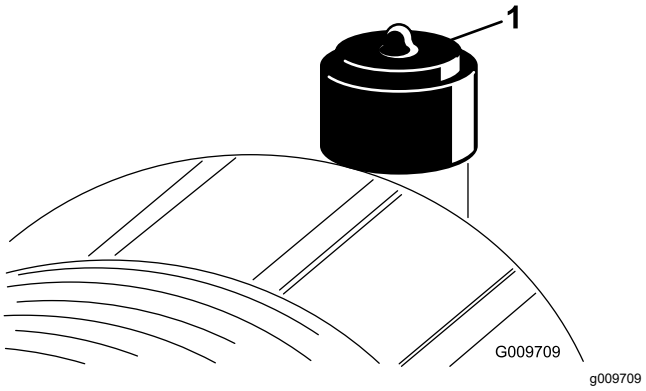

Figura 55
Effettuate la manutenzione dell'elemento filtrante del filtro dell'aria solo quando l'indicatore della restrizione (Figura 55) lo richiede. Sostituendo l'elemento filtrante del filtro dell'aria prima del necessario si aumenta il rischio che la morchia penetri nel motore quando lo si toglie.
2. Se la spia è rossa, resettate l'indicatore di restrizione (Figura 55).